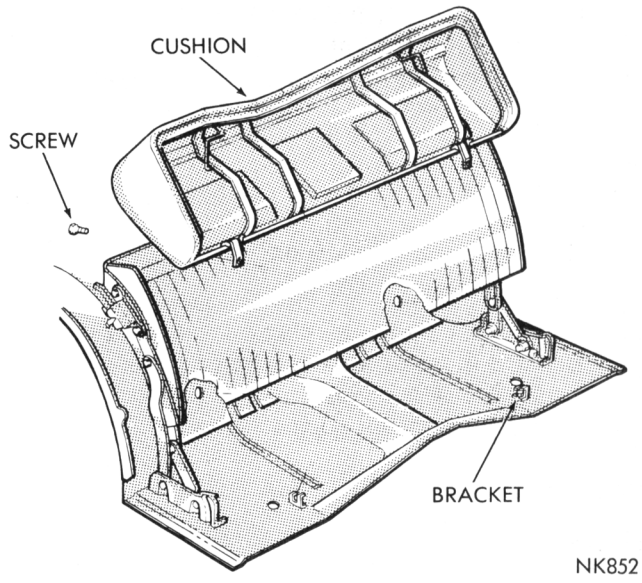

Fig. 28—Second Seat Cushion
(1) Raise rear floor hinged panel at rear of seat cushion assembly (Fig. 28) to expose seat cushion to floor pan attaching screws.
(2) Remove screws attaching cushion to floor pan.
(3) Move cushion slightly rearward to disengage locking bars at front bottom side of cushion and remove cushion.